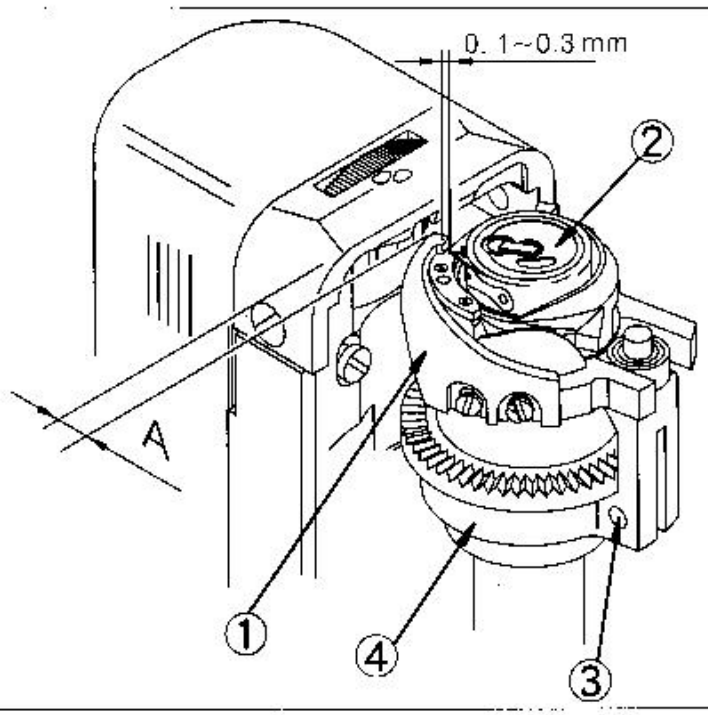

図30/Fig. 30
Поверните маховик, пока крышка челнока не примет положение A, ослабьте винт (3) и поверните корпус (4) пока расстояние между кончиком и выступом шпульного колпачка не будет 0,1-0,3 мм. (Рис. 30).